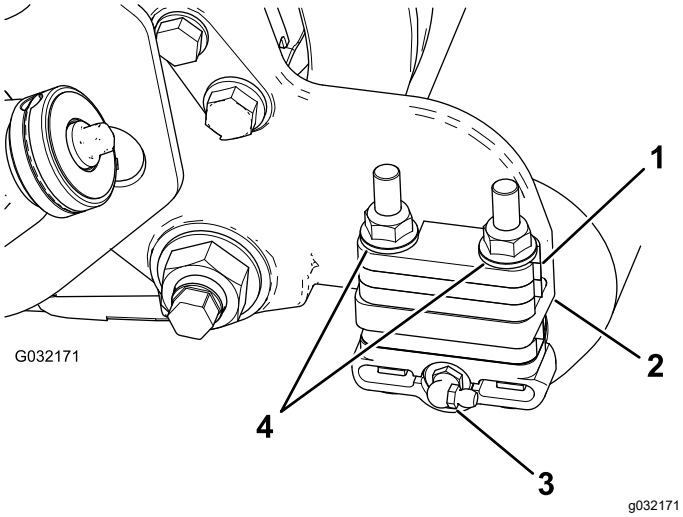

Рисунок 6
1. Снимите масленку катка с боковой стороны режущего блока, у которого установлен корпус щетки катка (Рисунок 6).
3. Выверните две фланцевые контргайки, которые крепят кронштейны катка к боковым пластинам, **а также снимите все проставки толщиной 6 мм, которые расположены на верхней стороне монтажного фланца боковой пластины** (Рисунок 6).